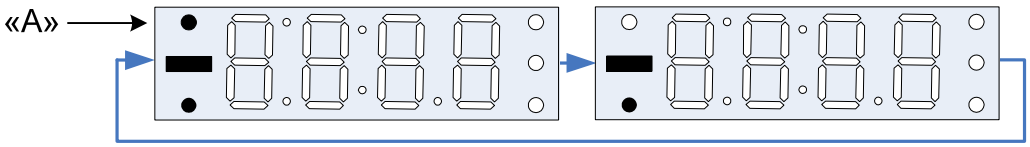

Рис. 22
2.5.3.2 Включить питание РО (см. пункт 2.5.2.1). При наличии устойчивой радиосвязи между радиоприёмником оператора и сигнализатором, индикатор РО периодически засвечивается зелёным цветом, а на индикаторе блока БПР периодически засвечивается точка «А», как показано на Рис. 22.